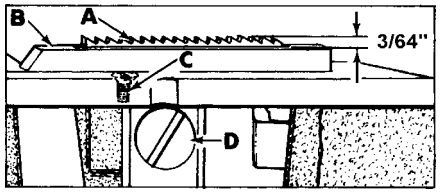

Fig 10
Feed dog (A, Fig. 10) should be centered in throat plate (B)with equal clearance on all sides and ends with feed travel set to desired stitch length. At highest point of travel, tips of feed dog teeth should extend the depth of 3/64" above throat plate and parallel to same. Screw (C) should be set to support feed dog after screw (D) has been loosened which secures feed dog in position.